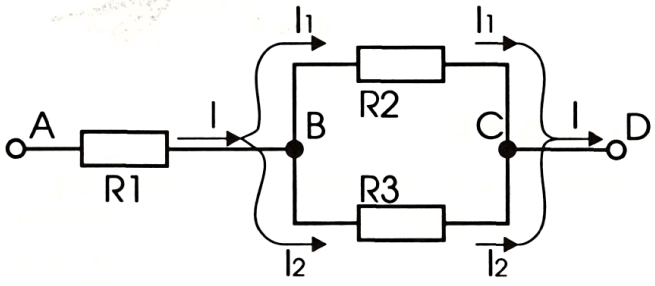

Рис. 1
На практике, особенно в радиоэлектронных устройствах, широко используется смешанное соединение проводников, которое содержит в себе и последовательные, и параллельные участки. Например, на рис. 1 участки АВ и ВС соединены друг с другом последовательно, но участок ВС представляет собой параллельное соединение резисторов **R2** и **R3**. В точке В происходит разветвление тока **I** на токи I_1 и I_2, сходящиеся вновь в точке С. Поэтому и говорят: «Параллельная цепь – делитель тока».
1. К участку цепи (рис. 1), составленному из резисторов **R1** =10 Ом, **R2** = 20 Ом, **R3** = 30 Ом, подключите источник питания 4–6 В.